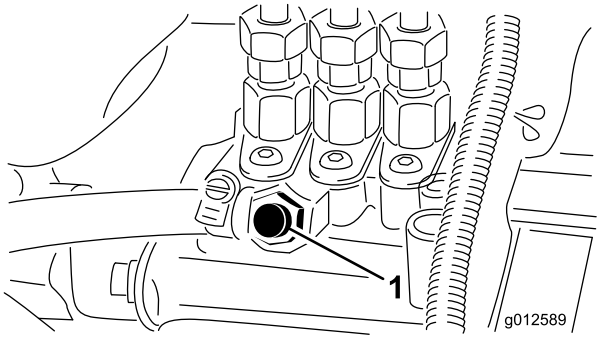

Figur 31
4. Åbn udluftningsskruen på brændstofindsprøjtningspumpen (Figur 31).